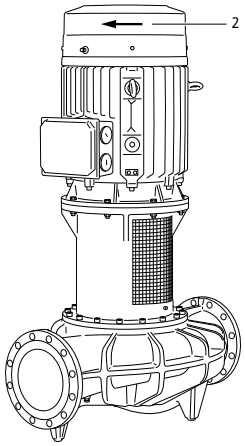

Рис. 47: Необходимо контролировать направление вращения!
- Путем кратковременного включения проверить, совпадает ли направление вращения со стрелкой на кожухе вентилятора (см. Рис. 47, поз. 2). При неправильном направлении вращения действовать следующим образом: